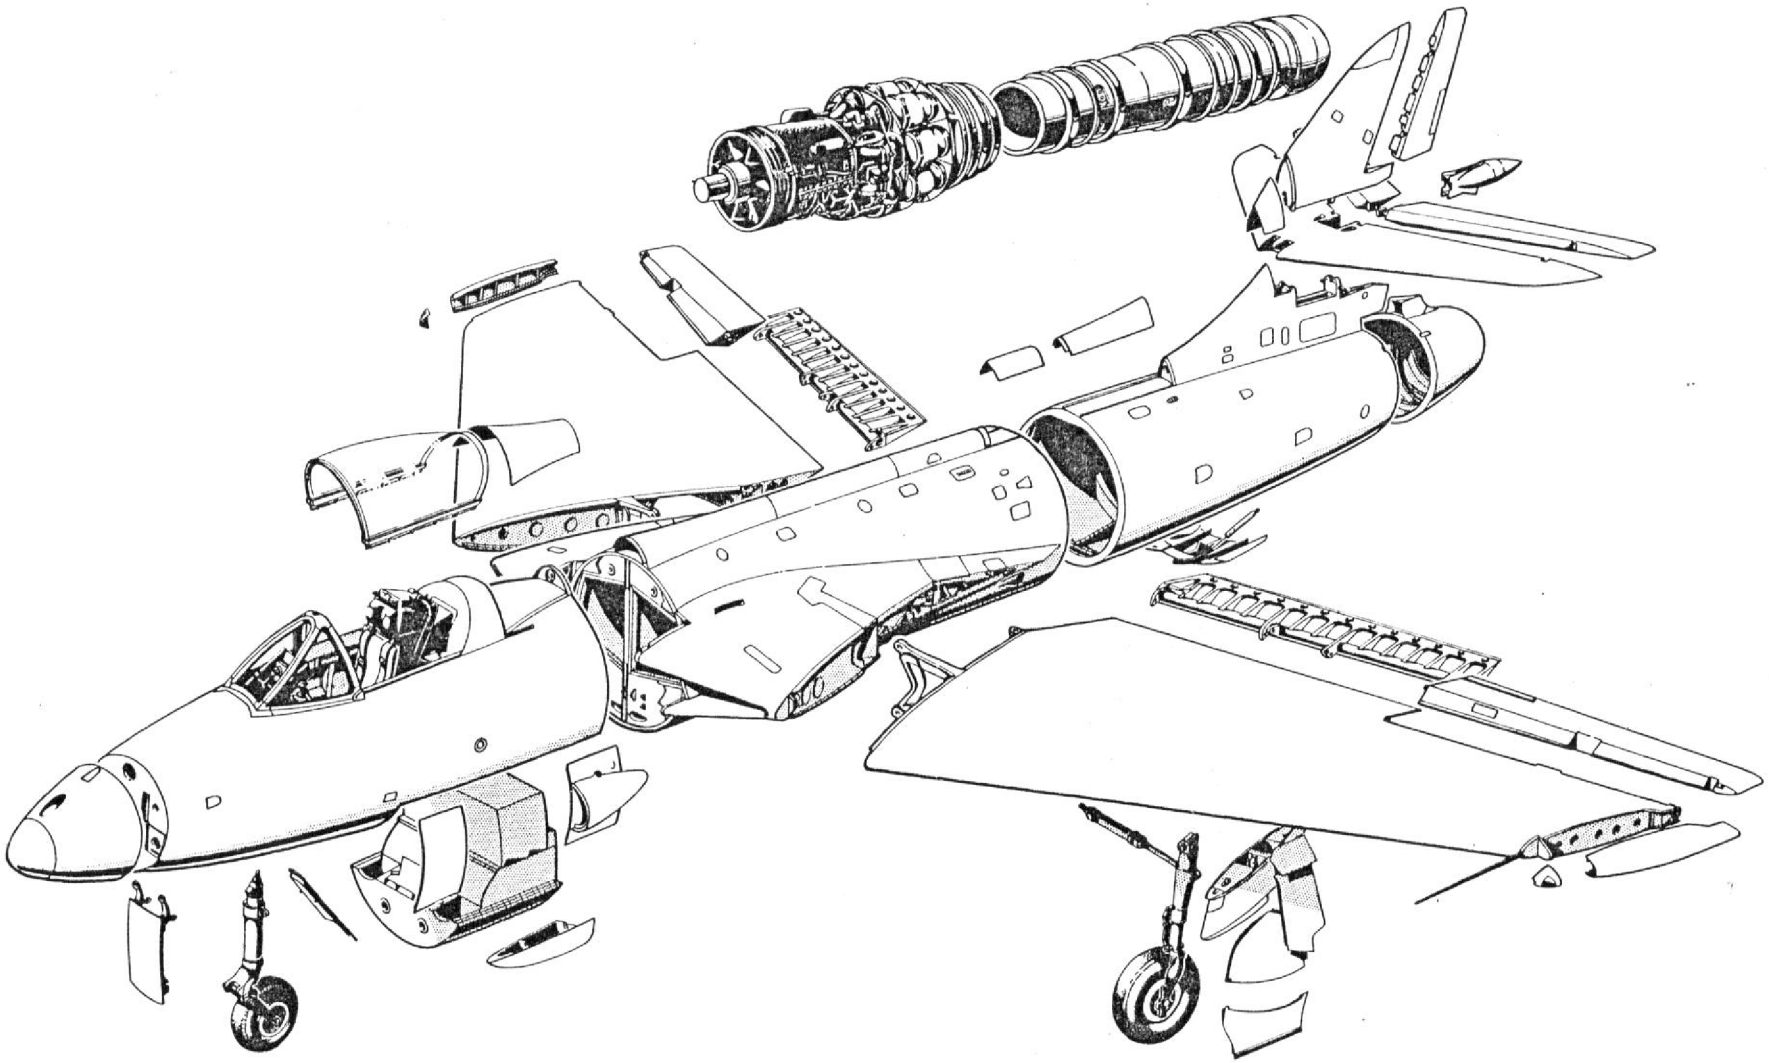

Fig. 3. Major components
4. The breakdown points for dismantling the aircraft are shown in fig. 3, the dimensions and weights of the principal components are given in Table 3. The recommended order of dismantling is as follows:—
Packing dimensions *(fig. 3)*